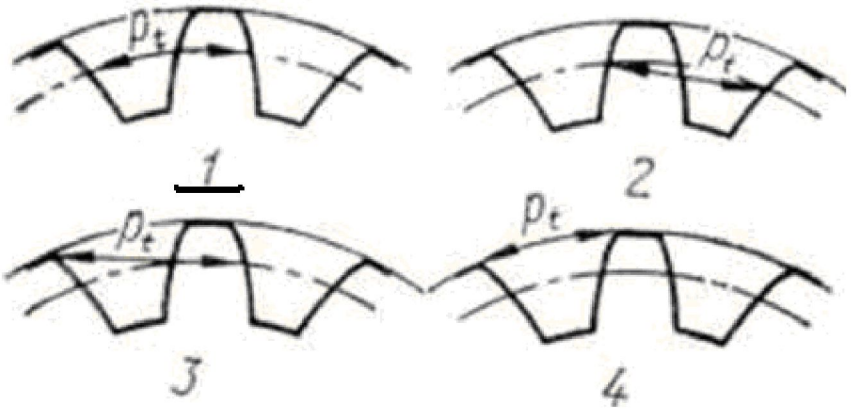

Рисунок 1
1.2 На каком рисунке правильно показан шаг зацепления (рисунок 1)?